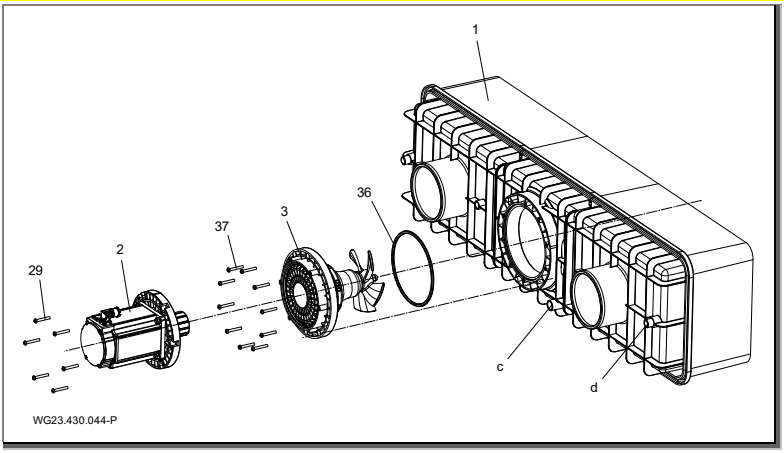

Fig. 15
1. Engrase el empalme (d, (Fig. 15)) en la carcasa de plástico (1) y el conector hembra de conexión de la manguera protectora para cables (12) con limpiador PVC-U/ABS.